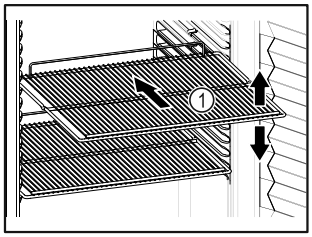

Fig. 73 Reprezentare exemplificativă
- ❑ Dacă polițele *Fig. 73 (1)* pot fi mutate, adaptați-le în funcție de înălțime.